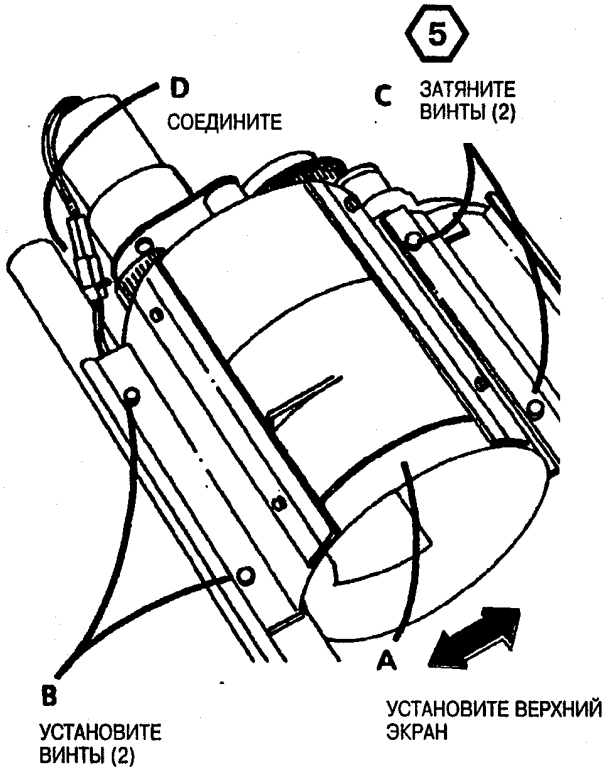

Рис.14. Заново установите верхний экран
22. (Рис. 14): Заново установите верхний экран.